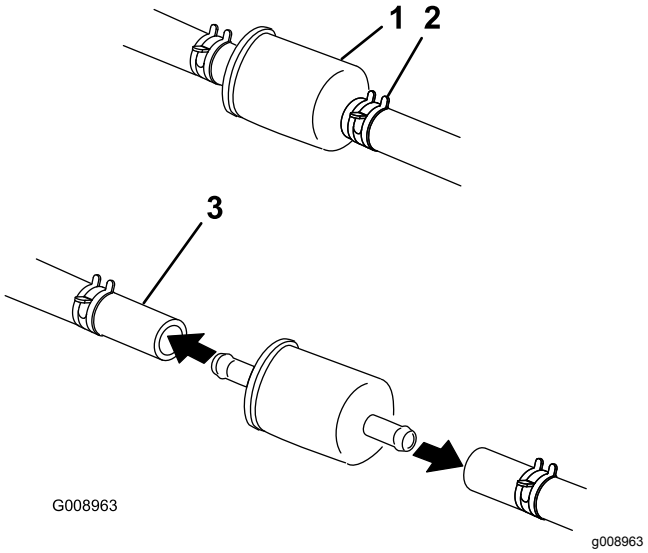

Figur 69
5. Byt ut bränslefiltret (Figur 69).